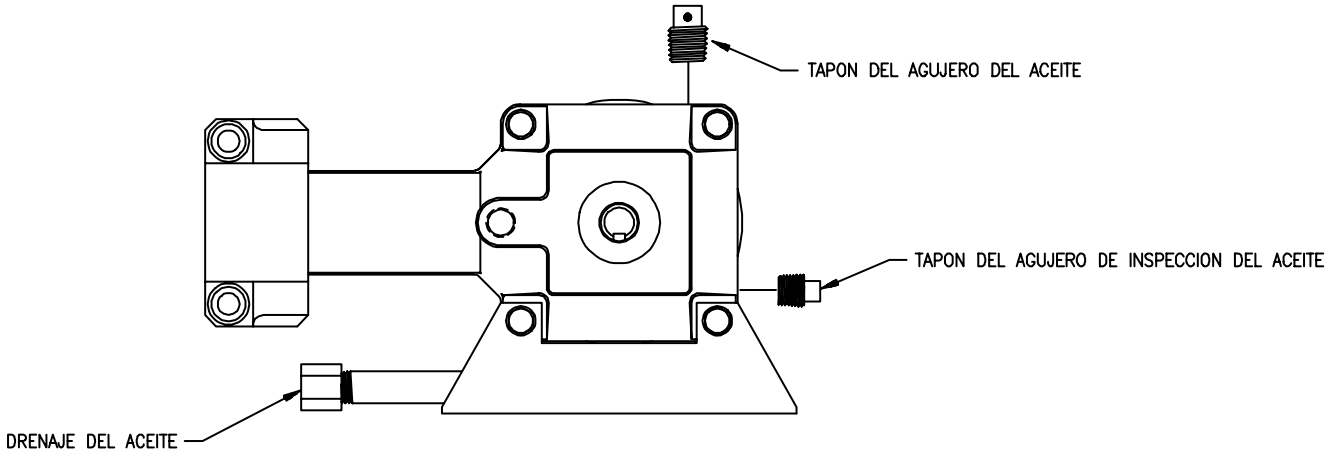

FIGURA 15
4) Use el máximo parámetro de la bomba que intersecta ambas líneas verticales. EJEMPLO: 58.1 oz/min [17.0 dl/min] MÁXIMO, 10.3 oz/min [3.0 dl/min] MÍNIMO = parámetro de la bomba 6. (Vea la figura 15).
4) Compruebe diariamente el nivel de aceite en la bomba de inyección. Si se requiere aceite adicional, añada aceite Mobile #1 (5W30) SOLAMENTE. Drene y llene nuevamente la bomba después de cada 150 horas de operación. (Vea la figura 15).